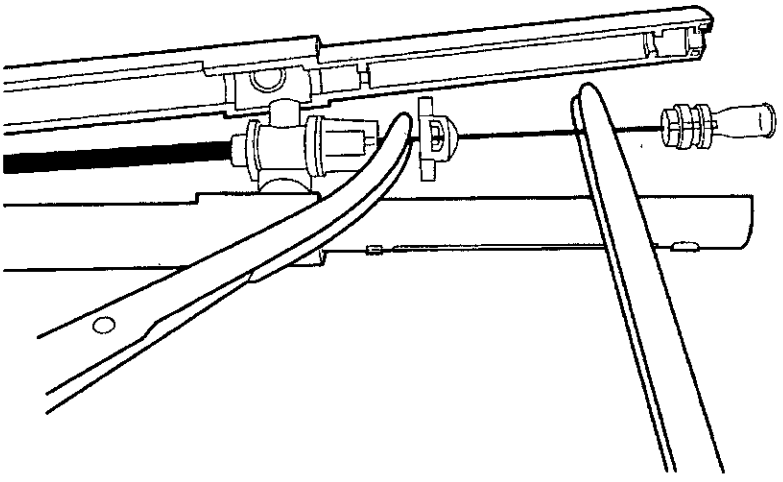

Figura 21. Sujeción del tubo de la guía (derecha) y del tubo de captura de punta (izquierda)
6. Utilizando unas pinzas hemostáticas, sujete el tubo de la guía en posición adyacente al dispositivo de liberación de la punta con alas. Utilizando otras pinzas hemostáticas, sujete la luz externa rota en posición adyacente al extremo del tubo (Figura 21).